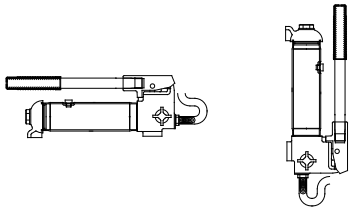

Figura 3: Posición variable
1. La bomba puede utilizarse en posición vertical u horizontal, como se ilustra (consulte la Figura 3).